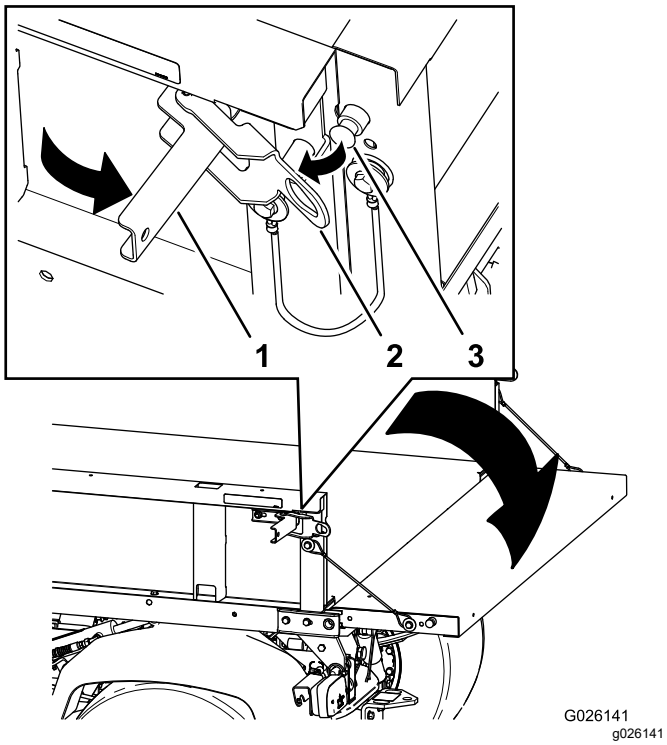

**Figuur 13**
2. Zet de sluitingen aan de linker- en rechterzijde van de laadbak los en laat de achterlaadklep zakken (Figuur 13).